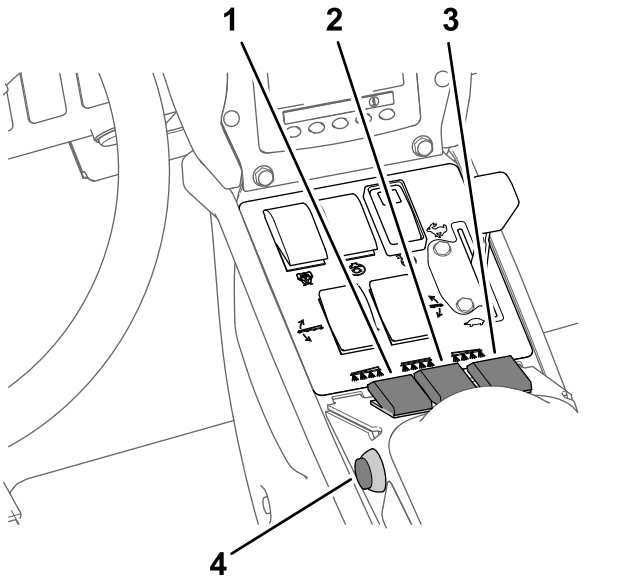

Figura 44
7. Coloque os interruptores de secção do pulverizador na posição LIGAR (Figura 44).
10. Conduza à velocidade pretendida e, em seguida, coloque o interruptor da secção principal na posição LIGAR para iniciar a pulverização (Figura 44).
3. Defina o interruptor da secção principal para a posição DESLIGAR; consulte Figura 44 em Pulverização no Modo de taxa de aplicação (página 40).
7. Coloque os interruptores de secção individual, conforme necessário, na posição LIGAR; consulte Figura 44 em Pulverização no Modo de taxa de aplicação (página 40).
9. Conduza à velocidade pretendida e, em seguida, coloque o interruptor da secção principal na posição LIGAR para iniciar a pulverização; consulte Figura 44 em Pulverização no Modo de taxa de aplicação (página 40).